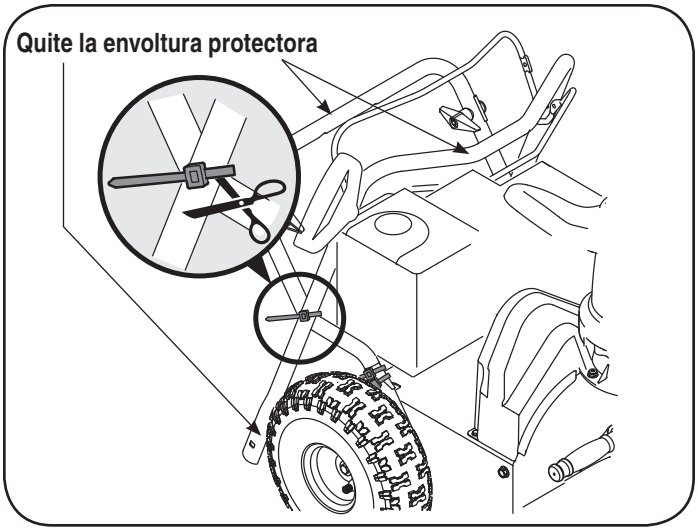

Figura 1
1. Quitar el lazo de cable que asegura el mango superior para bajar el mango para embarcar objetivos. Quite todo el plástico protector que se abriga de mangos como en la Figura 1.